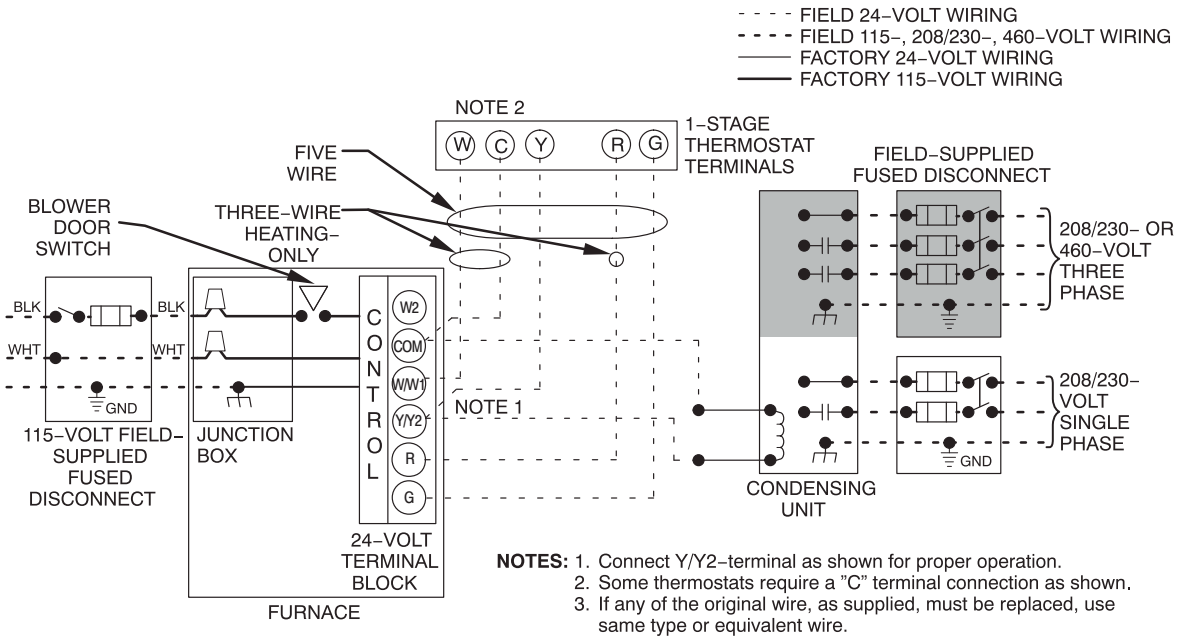
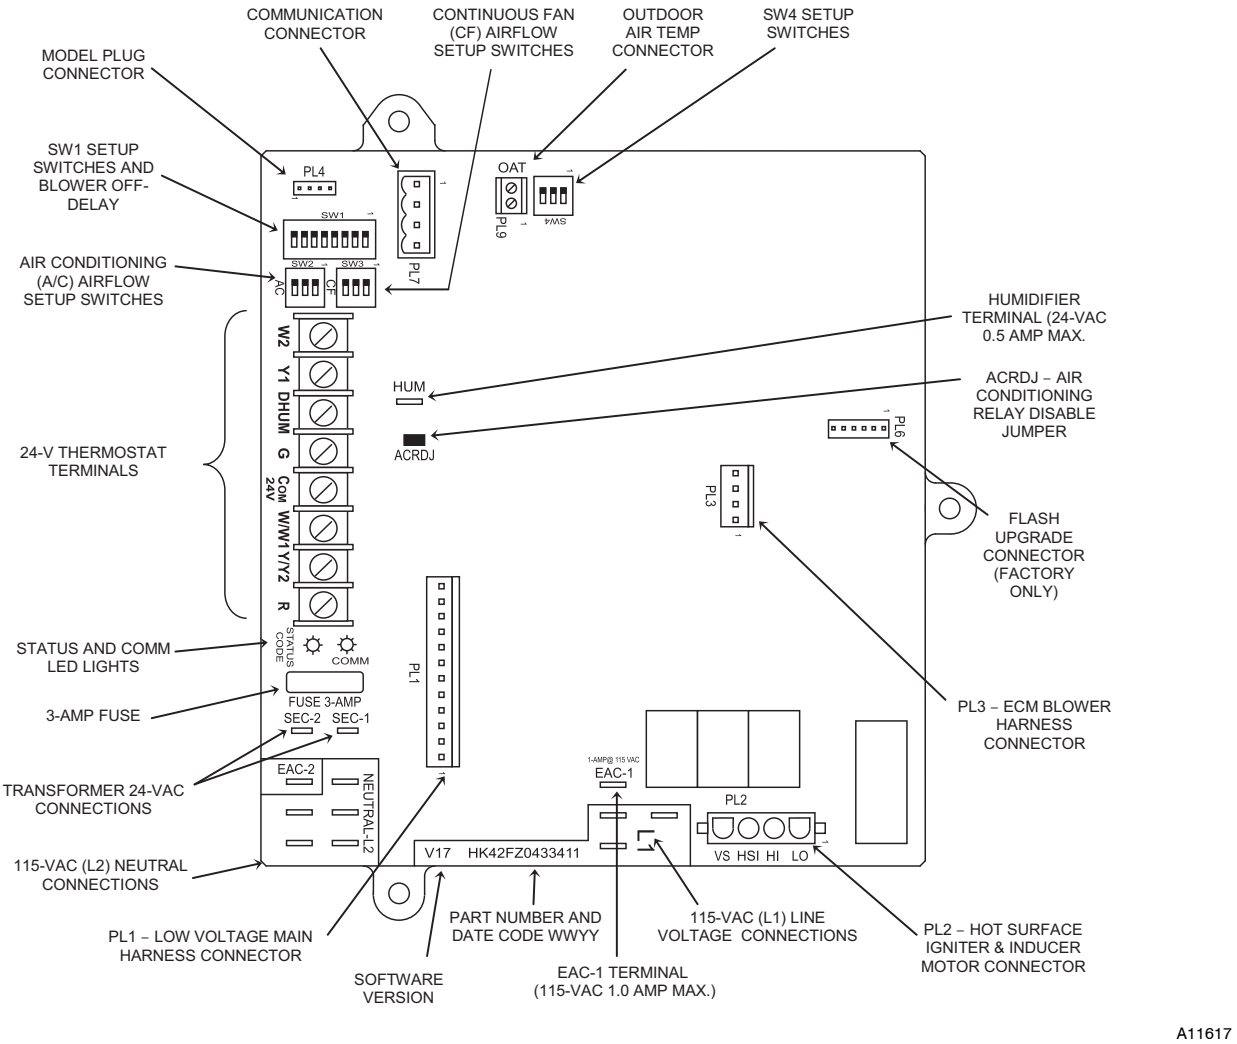

Fig. 37 - Typical Two-Stage Field Wiring Diagram
Fig. 38 - Example of Variable Speed Furnace Control
6. Connect power cord power and neutral leads to furnace power leads as shown in Fig. 37.
5. Connect field power and neutral leads to furnace power leads. as shown in Fig. 37.
Make field 24-v connections at the 24-v terminal strip. See Fig. 38. Connect terminal Y/Y2 as shown in Fig. 37 for proper cooling operation. Use only AWG No. 18, color-coded, copper thermostat wire.
The 24-v circuit contains an automotive-type, 3-amp. fuse located on the control. Any direct shorts during installation, service, or maintenance could cause this fuse to blow. If fuse replacement is required, use ONLY a 3-amp. fuse of identical size. See Fig. 38.
A single stage heating and cooling thermostat can be used with the furnace. The furnace control board CPU will control the furnace and outdoor unit staging. A two stage heating and cooling thermostat can also be used to control the staging. For two stage thermostat control of the furnace staging, turn SW1-2 ON at the furnace control board. For two stage thermostat control of a 2-stage outdoor unit, remove the ACRDJ jumper from the furnace control board. Refer to typical thermostat wiring diagrams and the Sequence of Operation section for additional details. Consult the thermostat installation instructions for specific information about configuring the thermostat. See Fig. 38 and 39.
This connection is used when the furnace is controlled by an optional communicating User Interface instead of a standard thermostat. The communication plug is supplied with the User Interface. Refer to the instructions supplied with the User Interface for complete details. See Fig. 38.